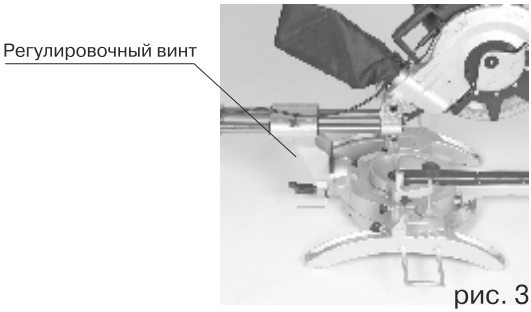

рис. 3
Точная регулировка стопора для распила под углом 45° (рис. 1.1-1.2; рис. 3)
- Закрепите поворотный стол (17) в положении 0°.
- Ослабьте крепежный винт (21) и сместите корпус двигателя (4) полностью влево с помощью рукоятки (1) до тех пор, пока она не будет установлена в позицию 45°.
- Разместите угловой стопор 45° (а) между пильным диском (7) и поворотным столом (17).
- Отрегулируйте регулировочный винт (рис. 3) до тех пор, пока угол между пильным диском (7) и поворотным столом (17) не станет равным 45°.